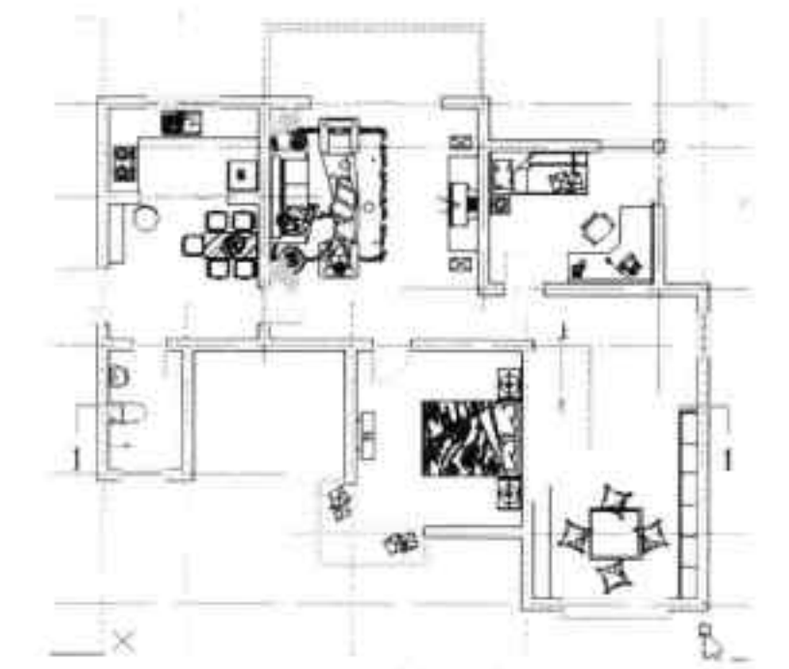

图18-58 选择剖切轴线
Step 02 执行“剖面 > 建筑剖面”命令，根据命令行中的提示，选中剖切符号及所需剖面轴线，如图 18-58 所示。